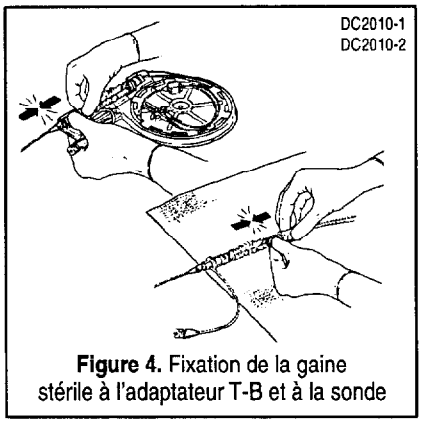

Figure 4. Fixation de la gaine stérile à l'adaptateur T-B et à la sonde
5. Fixer l'extrémité distale de la gaine stérile de la sonde sur l'adaptateur T-B. Retirer l'adaptateur T-B et la sonde du distributeur et, pour maintenir la stérilité de la sonde, fixer l'autre extrémité de la gaine à l'extrémité proximale de la sonde (Figure 4).